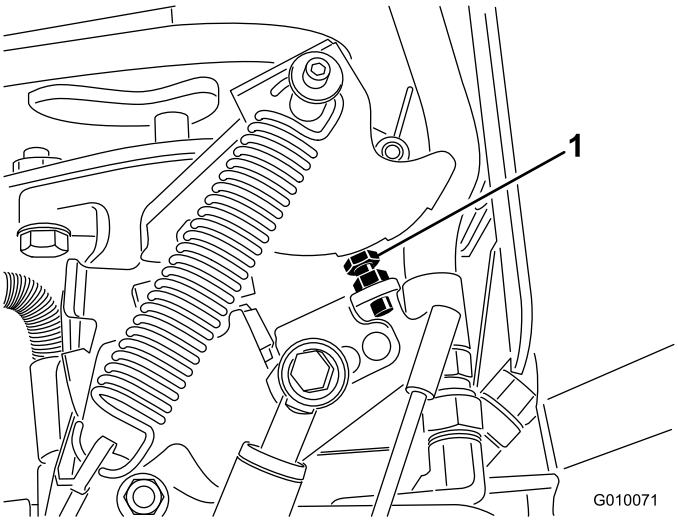

**Rysunek 66**
5. Jeśli potrzebna jest regulacja, przykręć śrubę zderzaka pompy (Rysunek 66) bliżej płyty zderzaka, aby zmniejszyć odstępy otworów, lub odkręć śrubę zderzaka dalej od płyty zderzaka, aby zwiększyć odstępy otworów.